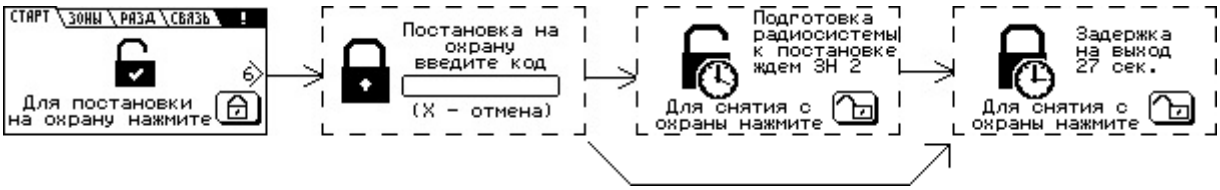

Рисунок 27 – Процесс постановки на охрану раздела с задержкой на выход
4) Если в раздел включены зоны с задержкой (вход/выход), после проверки кода пользователя с кодами, занесёнными в память прибора, начинается процесс задержки на выход, сопровождаемый звуковым сигналом. В процессе задержки на выход, есть возможность отменить постановку на охрану, набрав на клавиатуре команду снятия с охраны (п.6.2.5.3). После истечения времени задержки на выход (или восстановления шлейфа с задержкой (вход/выход)), раздел прибора становится на охрану (рисунок 27).